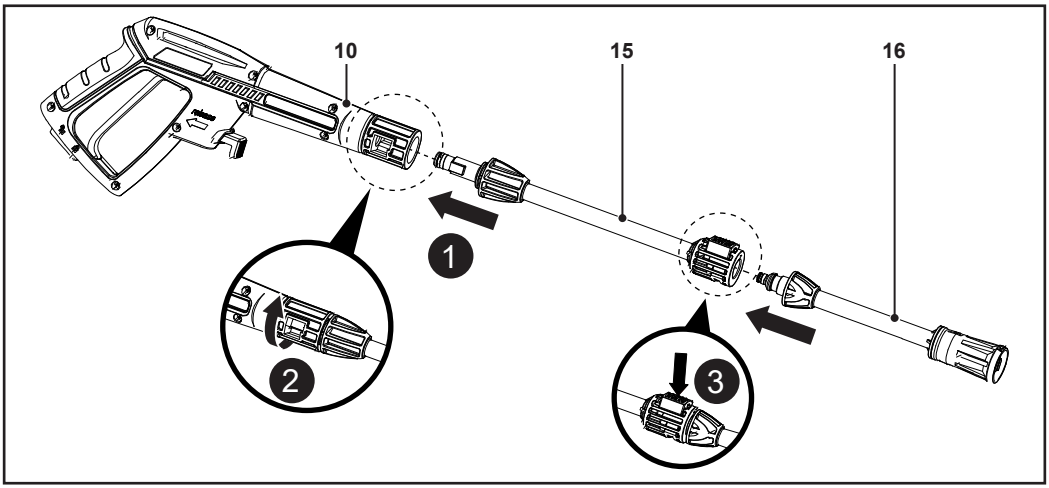

Fig. 4
1. Insérer la lance (15), la buse réglable (16), la buse rotative (17) ou l'accessoire de détergent (20) dans le pistolet à gâchette (10) (Fig. 4, étape 1). Les ergots de la lance, la buse réglable, la buse rotative ou l'accessoire de détergent doivent s'insérer dans les encoches du pistolet à gâchette.
2. Tout en poussant fermement la lance (15), la buse réglable (16), la buse rotative (17) ou l'accessoire de détergent (20) dans le pistolet à gâchette (10), tourner la lance, la buse réglable, la buse rotative ou l'accessoire de détergent dans le sens horaire pour les verrouiller (Fig. 4, étape 2).
3. Insérer la buse réglable (16), la buse rotative (17) ou l'accessoire de détergent (20) dans la lance (15) (Fig 4, étape 3). La buse réglable, la buse rotative ou l'accessoire de détergent s'enclenche en émettant un clic.